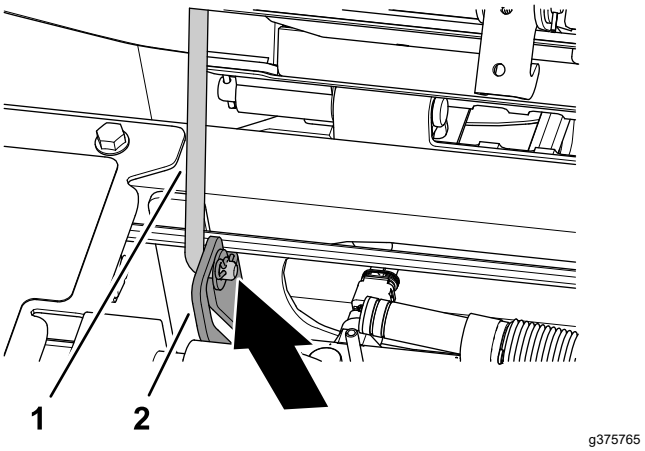

Figura 98
3. Asigurai-vă că tija de susinere faă este aezată în elementul de reinere cu fantă al plăcii de ghidare a tijei (Figura 98).